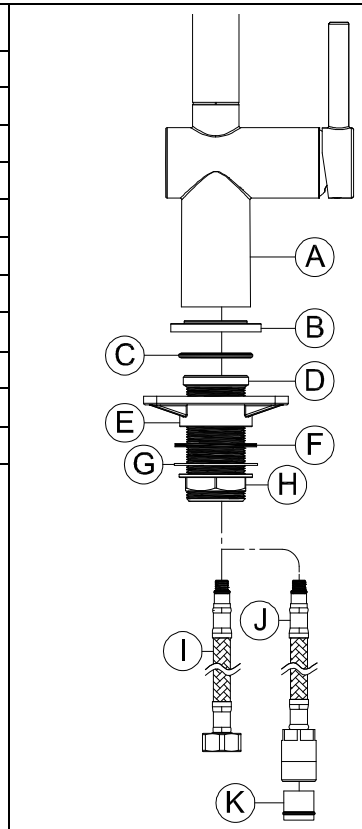

Fig 1.
2. Screw the hot & cold water tail pipes (**I** & **J**) into the base of the tap (**A**) as shown in **Fig 1**.